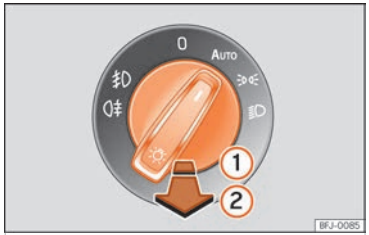

Fig. 80 Dash panel: light panel.
- **Turning on the fog lights ⇞D:** pull the light switch to its first position ››› Fig. 80 ①.
- **Turning on the rear fog light ⇞:** pull the light switch fully out ②.